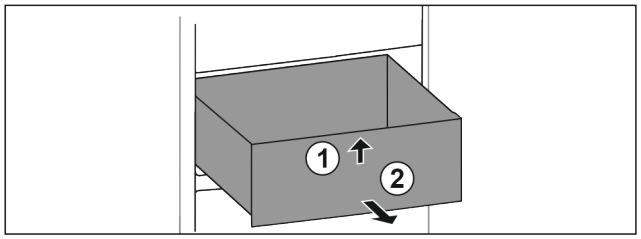

Fig. 97
▶ Lift up drawer at the front. *Fig. 97 (1)*
▶ Remove drawer to the front. *Fig. 97 (2)*